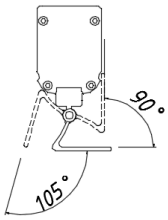

Рис. 2
6.6.3 Отвернуть поворотную скобу в сторону поверхности установки до нужного положения (Рис. 2). Максимальный угол поворота скобы на светильнике 195°.